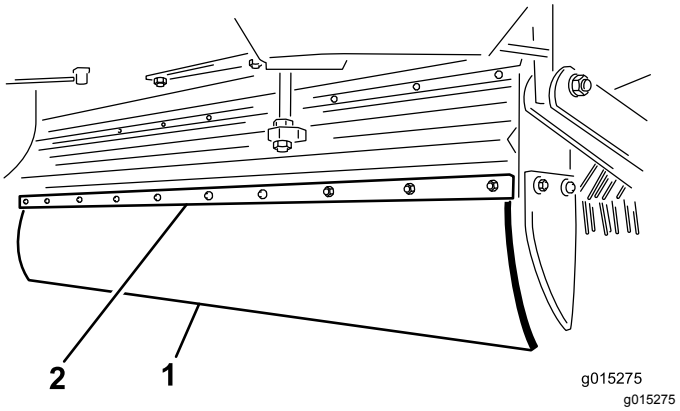

**Figur 25**
2. Fjern de ti boltene, skivene og mutterne på klaffestet og klaffholderen (Figur 25).